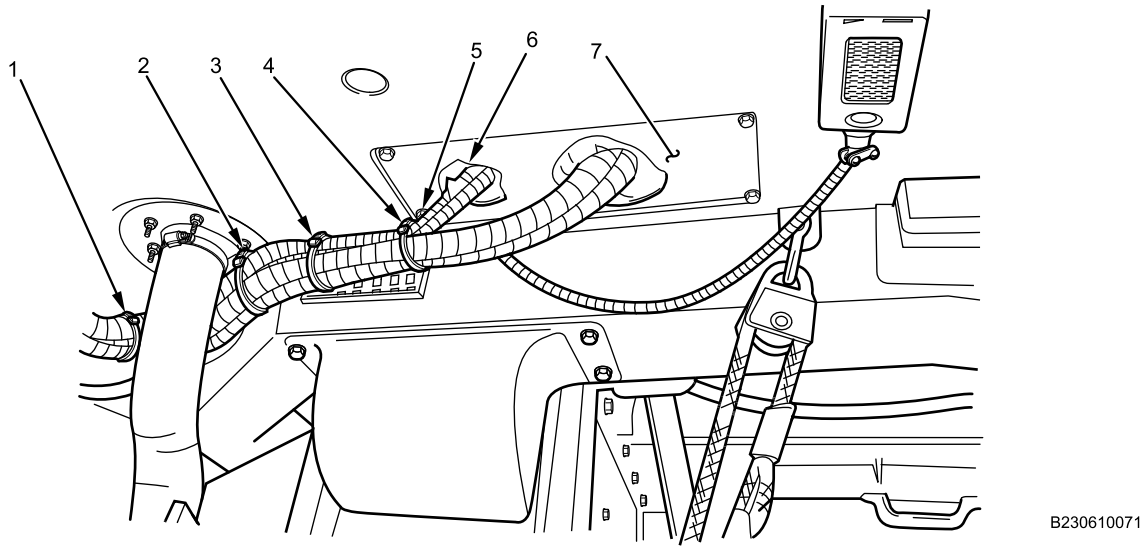

Figure 11. Roof Access Plate.
7. Push clearance lights cabin jumper harness (Figure 11, Item 5) through the opening (Figure 11, Item 6) in the roof access plate (Figure 11, Item 7).
8. Install four cable clock straps (Figure 11, Item 1, 2, 3 and 4) to secure harnesses together.